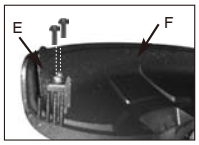

Рисунок. 19
1. Снимите отрезной нож (A) с кожуха режущей насадки (B) (рис. 19).